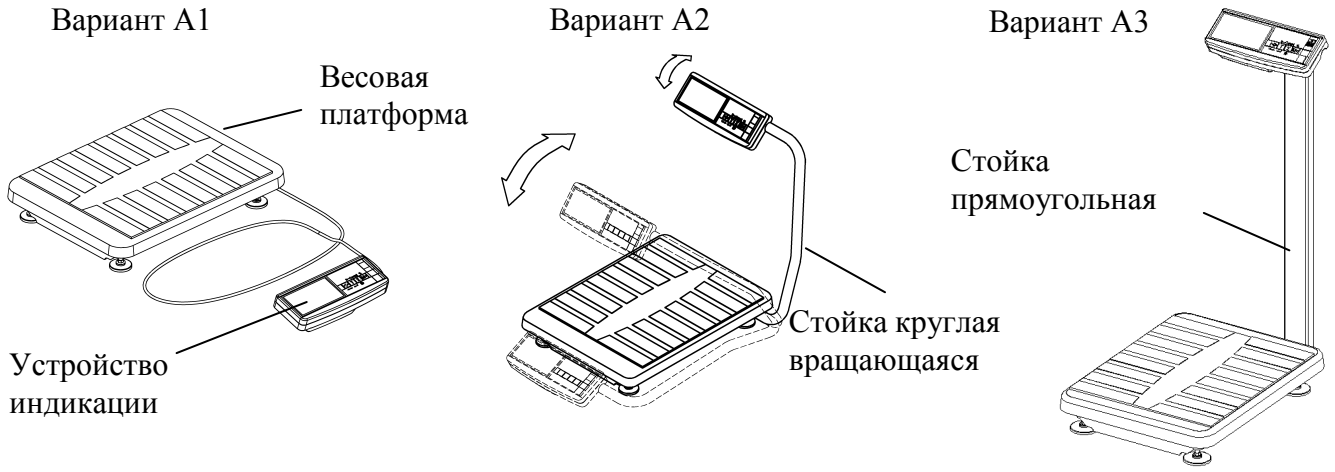
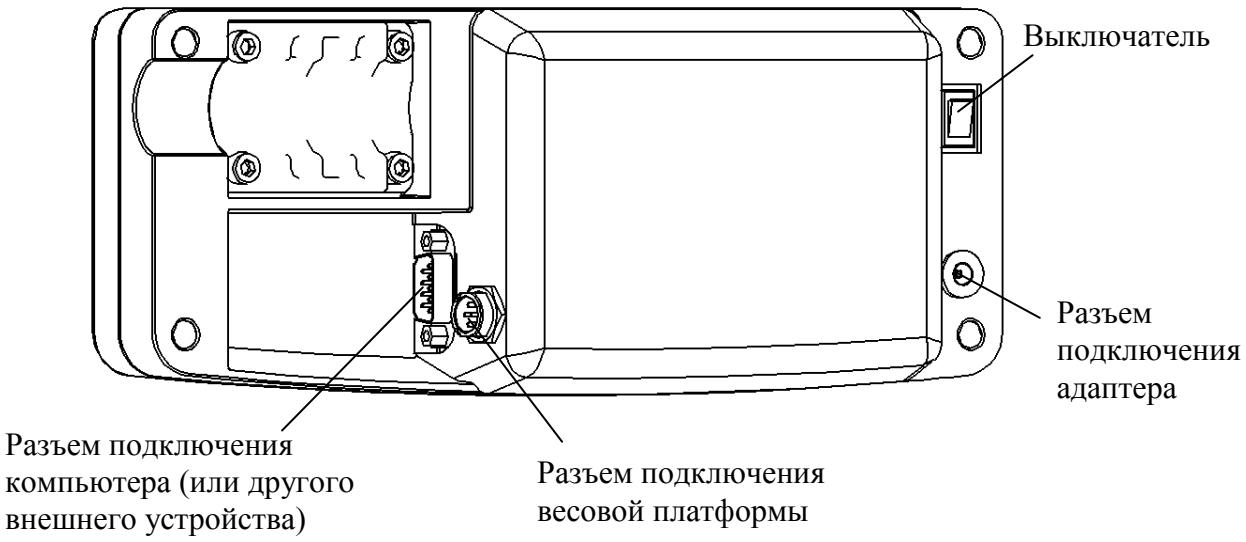

Рис. 5.1 - Внешний вид весов
Рис. 5.3 - Устройство индикации
5.1 Весы состоят из весовой платформы и устройства индикации (Рис. 5.1 ÷ Рис. 5.3).
- подсоединить разъем весовой платформы к устройству индикации (Рис. 5.3);
- вращая стойку (Рис. 5.1) установить ее в удобное для работы положение и зафиксировать, плотно затянув винты в кронштейнах основания (восемь винтов). На входе в стойку оставить припуск кабеля длиной 20÷30 мм;